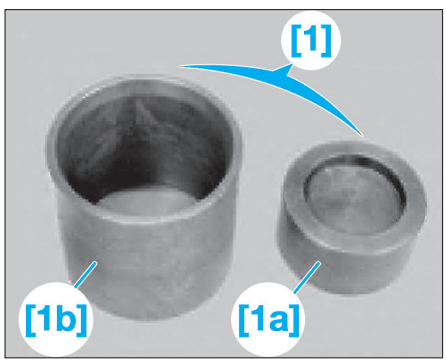

Fig. 27
- [1]. Outil d'emmanchement et d'extraction (réf BMW : 31 3 030) **(Fig.27)**.